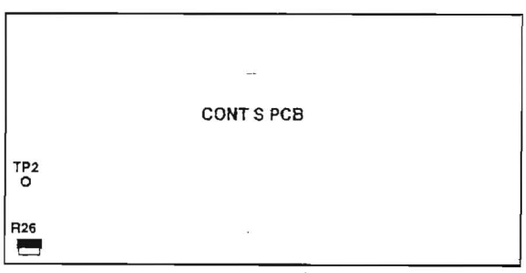

Fig. 2-10
1. Connect the DC voltmeter between TP2 (Fig. 2-10) on the CONT S PCB and GND.
2. When blank tape MTT-5512 is played back in the REV/PLAY mode, adjust R26 (Fig. 2-10) on the CONT S PCB so that the voltage at TP2 reads 2.5 V.
1. CONT S PCBのTP2 (図2-10) とGND間にDC電圧計を接続する。
2. REV/PLAYモードで、ブランク・テープ MTT-5512を再生したとき、TP2の電圧が 2.5Vになるように CONT S PCBのR26 (図2-10) を調整する。